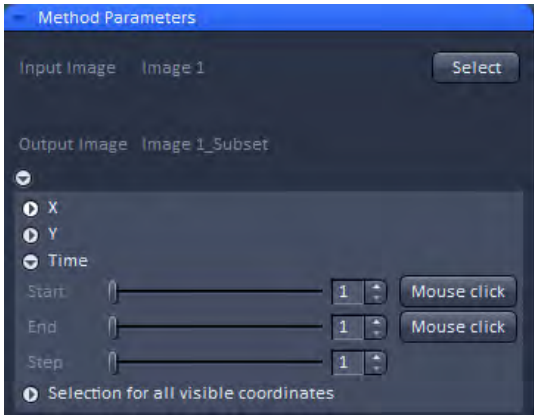

Fig. 508 **Methods Parameter of the Copy Subset Processing tool**
- Generate reference image. Using the Processing tool **Copy** select the duplicate time series in the submenu **Subset**. Using **Time** select your reference image, for example the first image or the center image, by choosing for the **Start** and **End** value the same number (Fig. 508). Press **Apply** to extract that image from the time series.